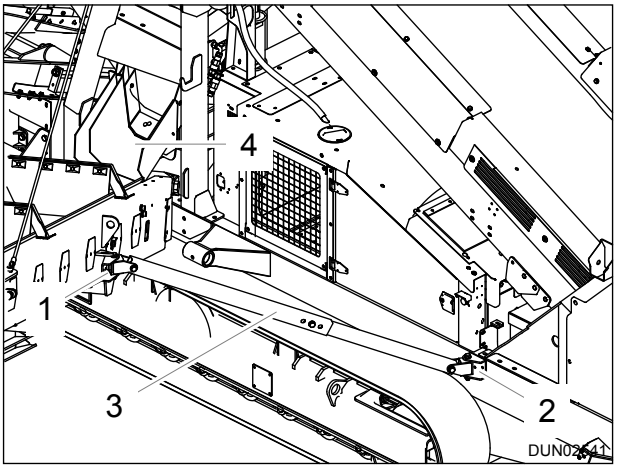

Figure 6.27 - Auxiliary Conveyor in Working Position
16. Attach the radial stays joints to the conveyor (Item 1) and to the chassis of the machine (Item 2), Reference: Figure 6.27.